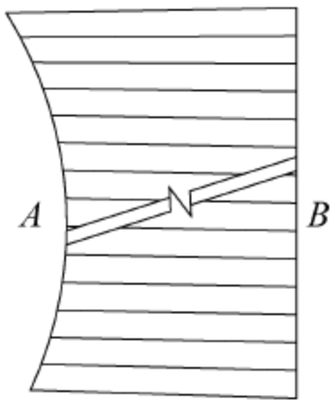
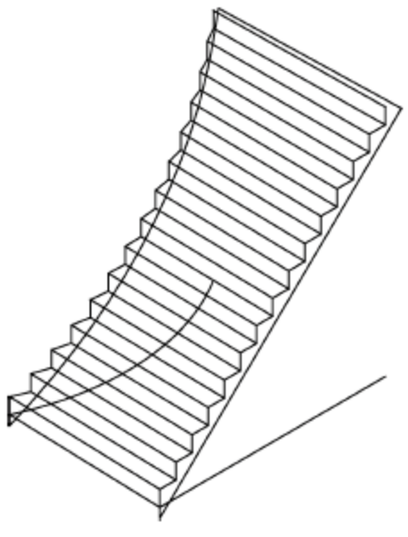

图 7-13 任意梯段图
图 7-14 任意梯段的三维显示
(1) 选择菜单栏中的“楼梯其他”→“任意梯段”命令，打开“任意梯段”对话框，如图 7-9 所示，在对话框中输入相应的数值，单击“确定”按钮，绘制结果如图 7-13 所示。任意梯段的三维显示如图 7-14 所示。命令行提示如下。